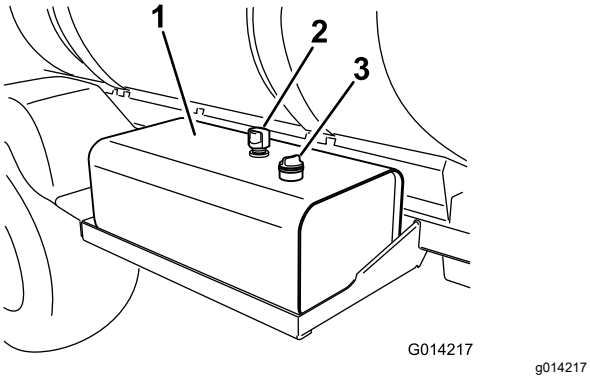

Figura 102
2. Limpie la zona alrededor del tapón de la varilla del depósito de fluido hidráulico y retire el tapón (Figura 102).